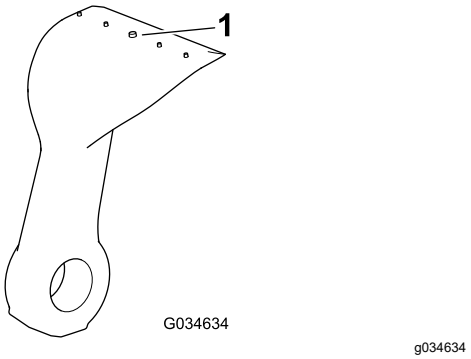

Figuur 76
5. Inspecteer de messen op overmatige slijtage; gebruik hierbij de slijtagemarkering (Figuur 76). Vervang een mes dat versleten is tot aan de slijtagemarkering.